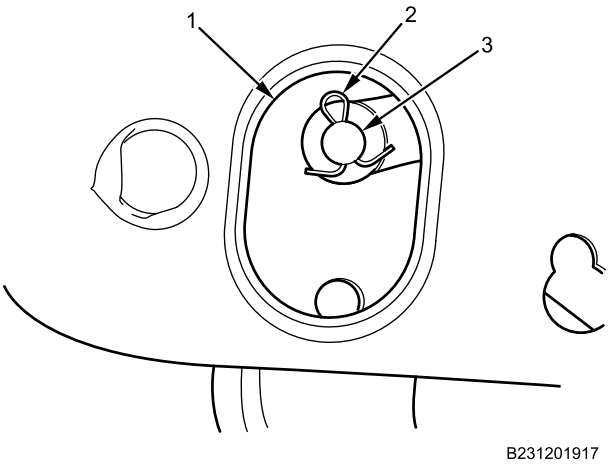

Figure 6. Brake Pedal Yoke Pin Cotter Pin.
5. Install new brake pedal cotter pin (Figure 6, Item 2) on yoke pin (Figure 6, Item 3) through DCM right side access opening (Figure 6, Item 1).
6. Bend ends of cotter pin around yoke pin (Refer to figure 6).